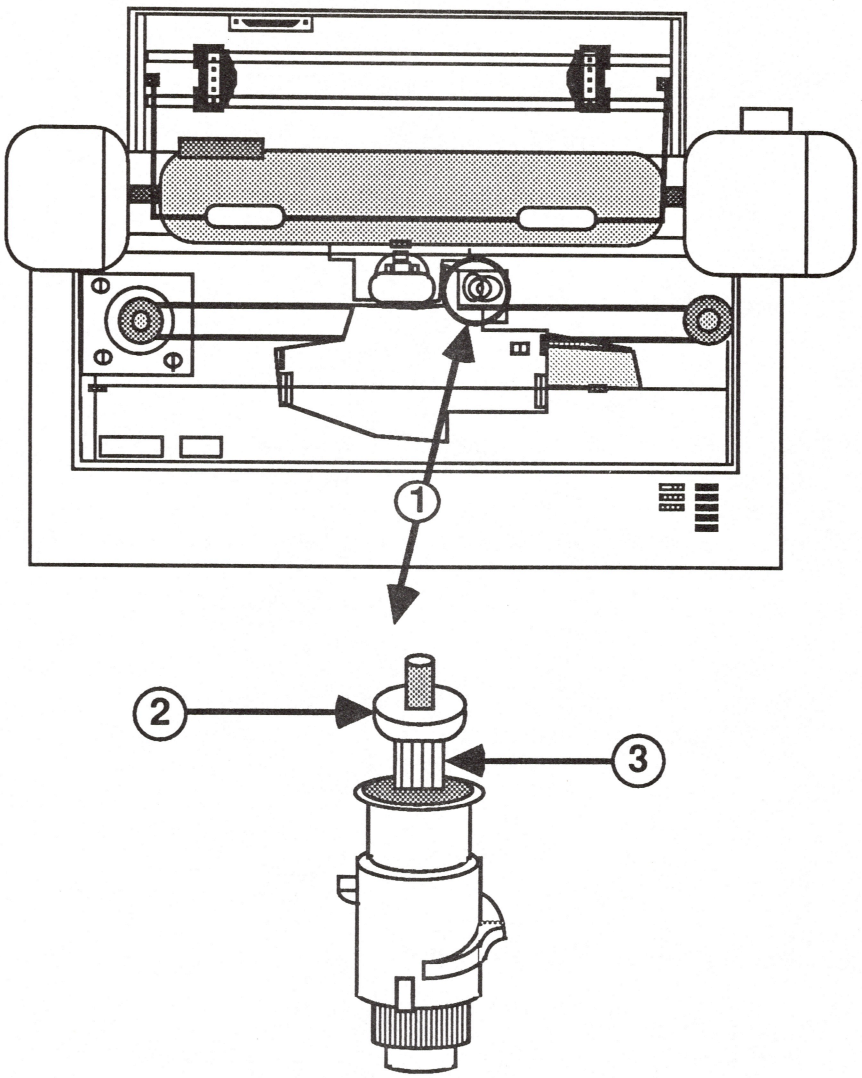
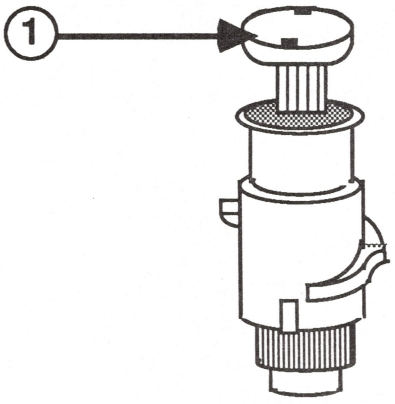

FIGURE 1
FIGURE 1a
NOTE: If you have an ImageWriter II with a serial number of 244451 or above, you will have the color ribbon assembly shown in Figure 1a. Refer to the **ImageWriter II Owner's Manual** for instructions on adjusting that model of the assembly. The following instructions refer to the color ribbon assembly shown in Figure 1.
3. Locate the color ribbon assembly (see Figure 1, #1).
4. Loosen the lock nut (see Figure 1, #2) and turn the adjustment nut (see Figure 1, #3) half a turn. To determine which way to turn the adjustment nut, examine the self test printout. The first lines of the self test should be black.